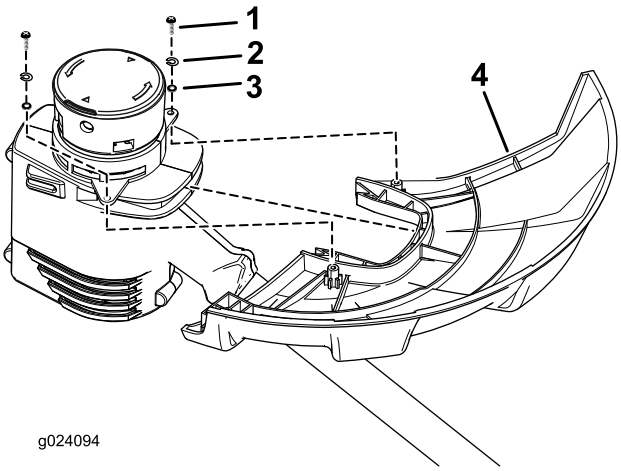

Figur 3
1. Ta bort de båda stjärnskruvarna och brickorna som sitter på skyddet (Figur 3).
2. Skjut skyddet på trimmerns bas som enligt Figur 3.